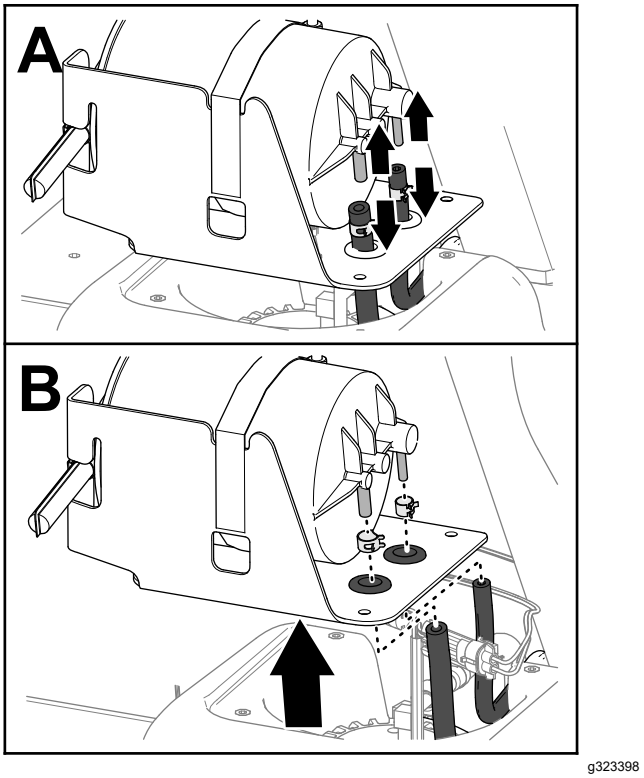

Figur 85
4. Lossa slangarna från kopplingarna (Figur 85).
5. Ta bort slangklämmorna från slangarna (Figur 85).
6. Ta bort kolkanistern från bränsletanken (Figur 85).